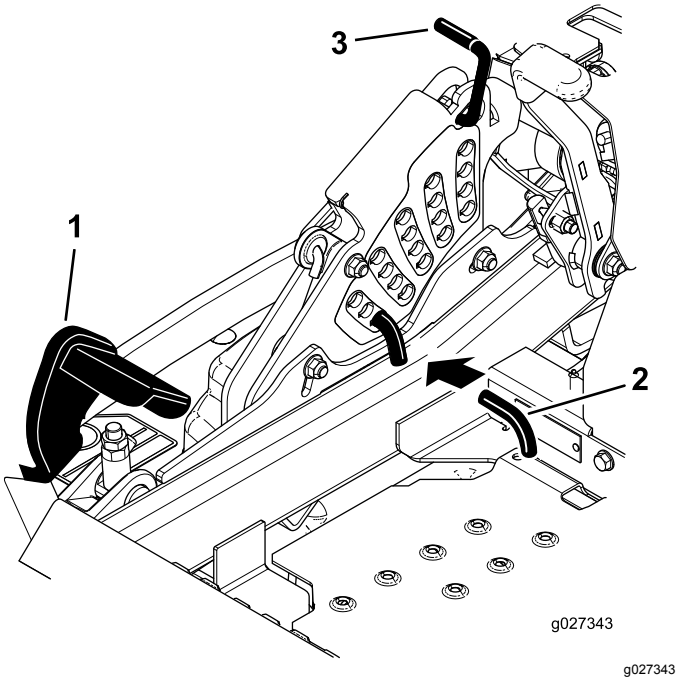

Figura 93
5. Empuje el pedal de elevación de la carcasa hacia delante del todo; la carcasa se enganchará en la posición de transporte de 14 cm (5½") (Figura 93).